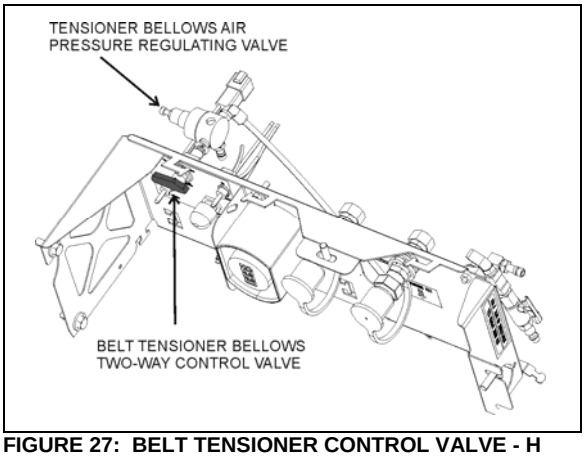

FIGURE 27: BELT TENSIONER CONTROL VALVE - H SERIES 12219
2. For vehicles equipped with a 3rd alternator, belt tensioning is also applied through air bellows (Figure 25). Turn the belt tensioner two-way control valve counterclockwise to release bellows pressure (Figure 27).
For H Series vehicles equipped with a 3rd alternator, (Figure 25) belt tensioning is also applied through air bellows which is adjusted by an air pressure regulating valve pressure (Figure 27). The correct pressure of 45 psi is set at the factory. Periodically verify the pressure at the regulating valve using a pressure gauge and correct if required.
Belt tensioning is applied through air bellows which are adjusted by an air pressure regulating valve (Figure 27). The correct pressure of 45 psi.is set at the factory. Periodically verify the pressure at the regulating valve using a pressure gauge and correct if necessary.